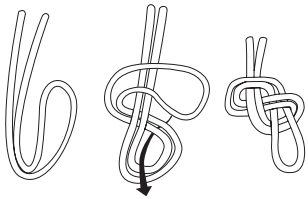

Figur 4
2. Når den første person har nået jorden og frakoblet udstyret, kan den næste person hæfte sig fast på det efterfølgende reb (som derefter bliver redningsrebet) ved hjælp af karabinhagen i enden (eller forme en 8-tals-knude, se figur 4, hvis udstyrets længde ikke er stedspecifik afhængigt af reblængden og nedfiringshøjden).